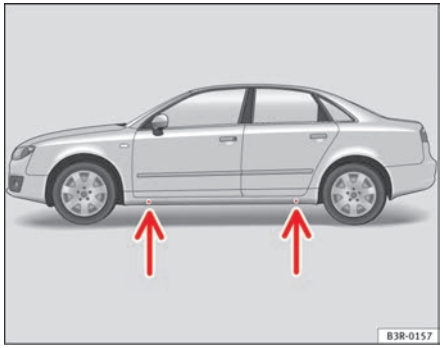

Fig. 179 Changing the wheel: The jacking points
– Position the vehicle jack under the door sill at the **jacking point** closest to the wheel being changed ⇒ fig. 179 -arrows-.
Recesses at the front and rear of the door sills mark the jacking points ⇒ fig. 179 -arrows-. There is only *one* jacking point for each wheel. Do not fit the jack anywhere else.